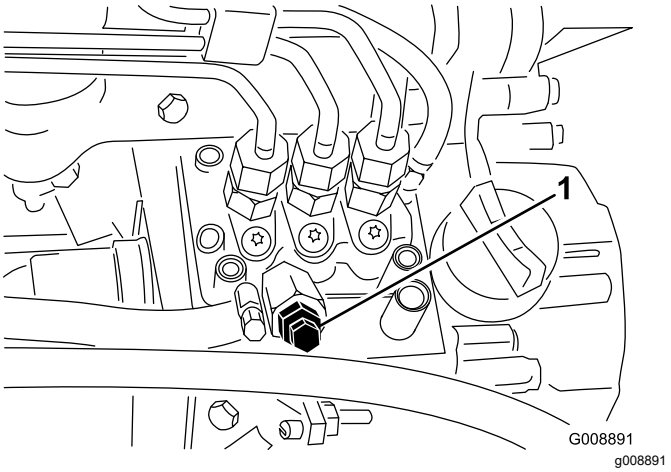

Figur 51
4. Öppna avluftarskruven på bränsleinsprutningspumpen (Figur 51).